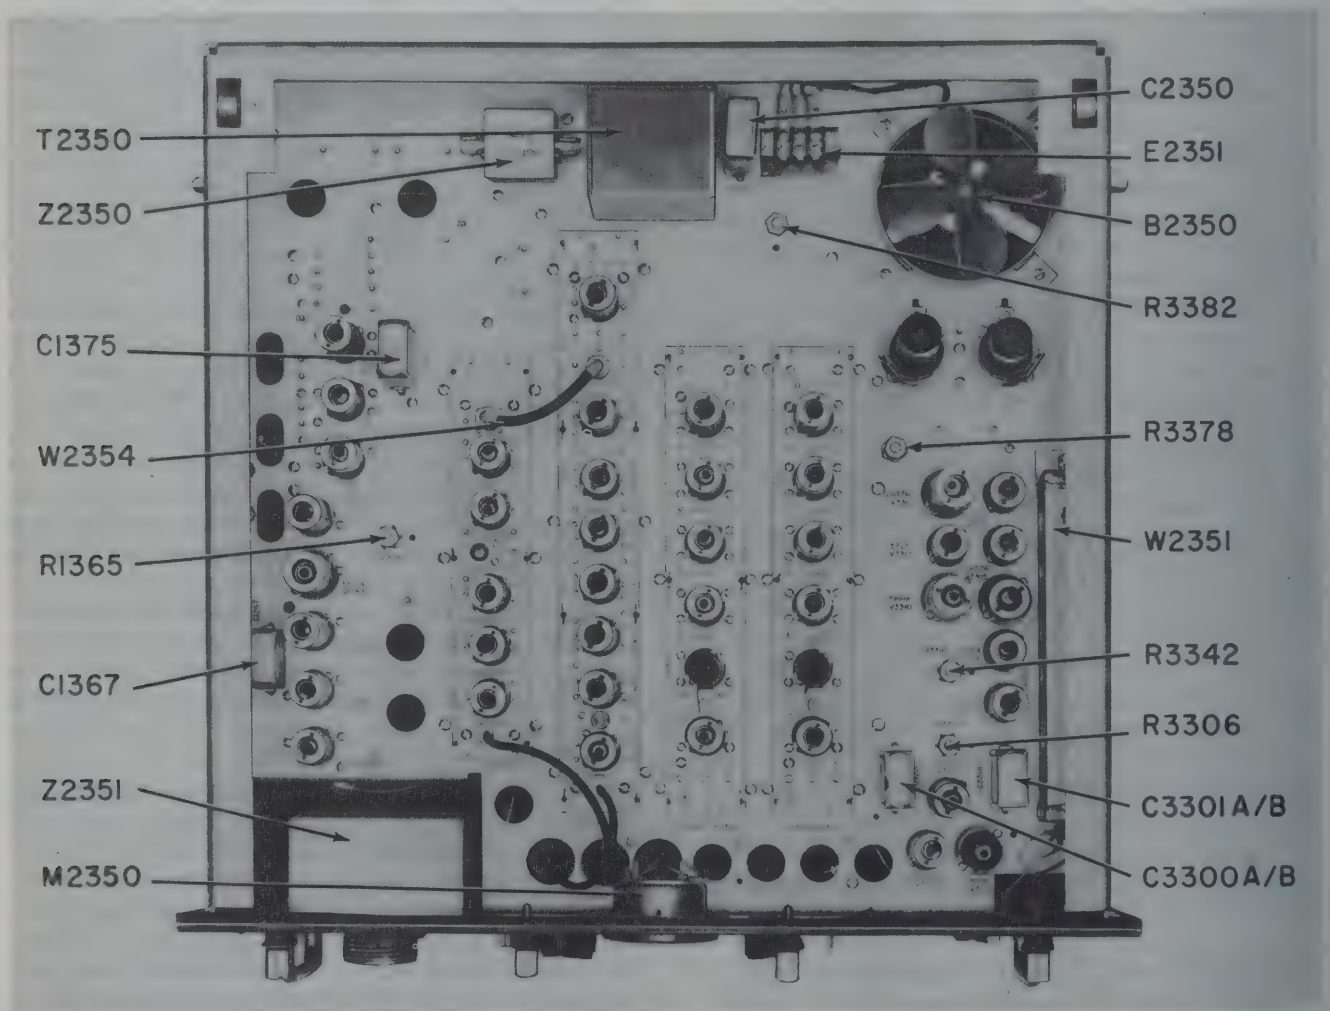

Figure 7—48. Signal Comparator Component Locations (Top Side of Chassis)
(11) At the indicator, set the OPERATION selector to NORMAL VIDEO and adjust the RECEIVER GAIN control for approximately 1/4 inch "grass" as observed on the A-scope. Set the A-scope VIDEO GAIN control fully counterclockwise, then adjust slowly in a clockwise direction to obtain maximum signal amplitude, at the point where further rotation does not increase signal amplitude but does increase noise level. Back off on the control until the signals are at maximum amplitude.
(12) Set the OPERATION selector of the indicator to GATED MTI, the MTI RANGE GATE control to 80, and the A-scope RANGE SELECTOR to 160. Adjust GATE BALANCE control R3328, on the signal comparator front panel, for a straight base line of the trace observed on the A-scope. Check the setting of R3328 by varying the MTI RANGE GATE control through its entire range (0 to 160). The base line should be straight at all positions of the control.
(13) Set the A-scope RANGE SELECTOR to 20 or 40 and the MTI RANGE GATE control fully clockwise (160). Alternately adjust the MTI TIME BALANCE controls on the indicator for the best possible cancellations of fixed targets. Adjust the controls carefully, repeating each adjustment many times.
(14) Adjust COHO SYNC control R2355, on the front panel of the signal comparator, for maximum cancellation with stability of pattern. Set the MTI TIME BALANCE control of the indicator to its mid-position and adjust capacitor C1353 on the signal comparator (see figure 7—51) for maximum cancellation. Readjust